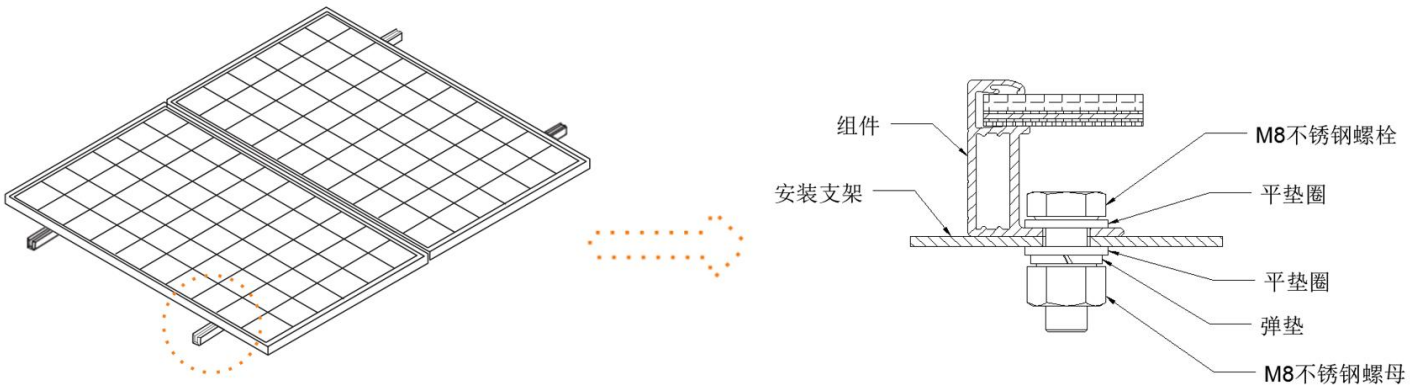

图 16 铝边框组件螺栓孔安装
- 选择螺栓安装方式时，确保在每个组件上至少有四个螺栓，螺栓需要对称布置（图 16 ）。螺栓的不同安装位置会影响组件的最大载荷能力（表 5 ）。